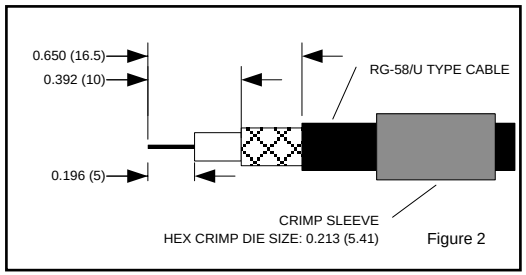

Figure 2
a. Cut cable to desired length. Strip one end of the cable according to dimensions in Figure 2. **NOTE:** Cable Stripping and Crimp Die dimensions are specified as "inch (mm)" units.